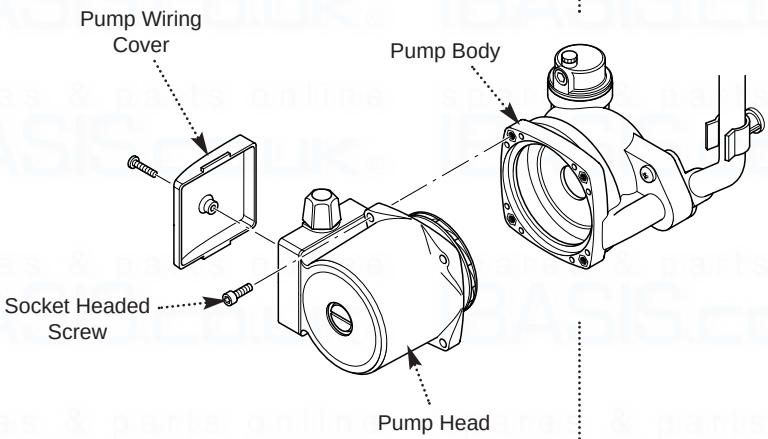

Fig. 57
12.12 Pump - Head Only (Fig. 57)